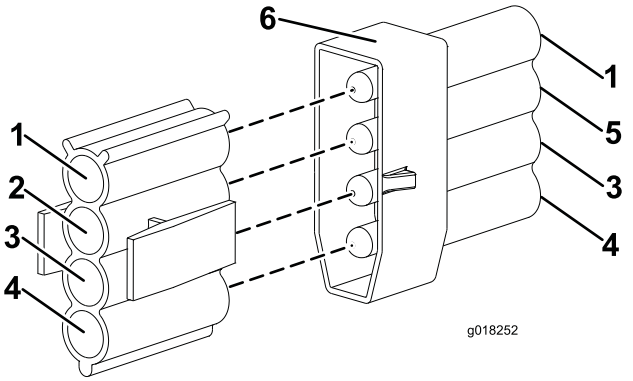

Figure 14
13. Branchez le connecteur du faisceau de câblage de la machine avec le fil VERT/ROUGE au connecteur du bloc optique droit (Figure 14).